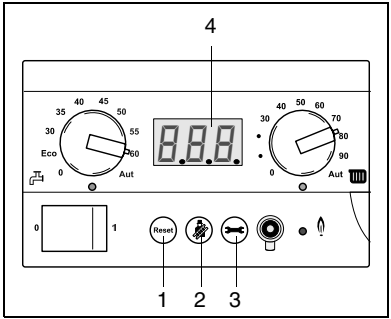

Afb. 8 BC10 (bedieningspaneel)
De bedrijfstoestand of een eventuele storing worden op het display (afb. 8, pos. 4) weergegeven. In bedrijfstoestand wordt in het display van het bedieningspaneel BC10 de cv-watertemperatuur weergegeven. Door het één of meerdere malen indrukken van de servicetoets verschijnt de bedrijfstoestand of een eventuele storing in het display van het bedieningspaneel BC10. De melding bestaat uit twee tekens.
De menustructuur van het cv-toestel kan op het bedieningspaneel BC10 met behulp van de toetsen “Resettoets“, “Schoorsteenvegertoets“ en “Servicetoets“ (afb. 8, pos. 1, 2 en 3) en het display (afb. 8, pos. 4) worden doorgebladerd volgens menu in tabel 5 t/m 7.